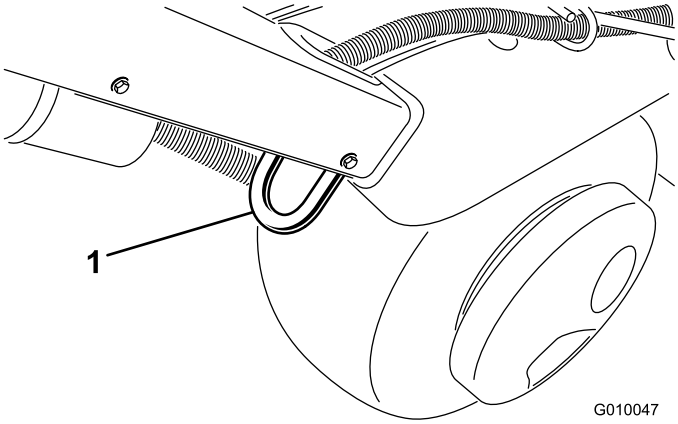
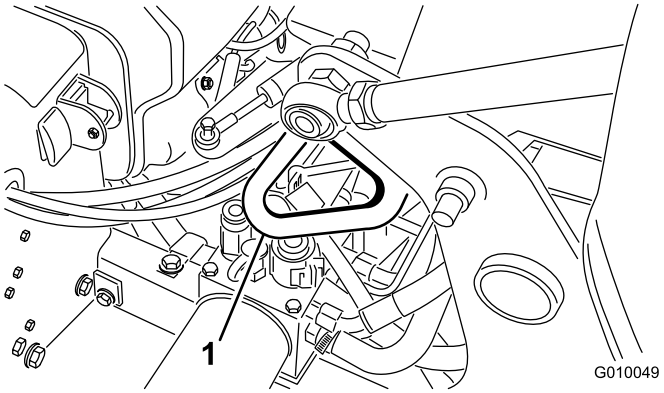

**Figur 32**
**Figur 34**
3. Fäst luftaren ordentligt på släpvagnen eller lastbilen i fästpunkterna (Figur 32–Figur 34) med spännband, kedjor, kablar eller rep.